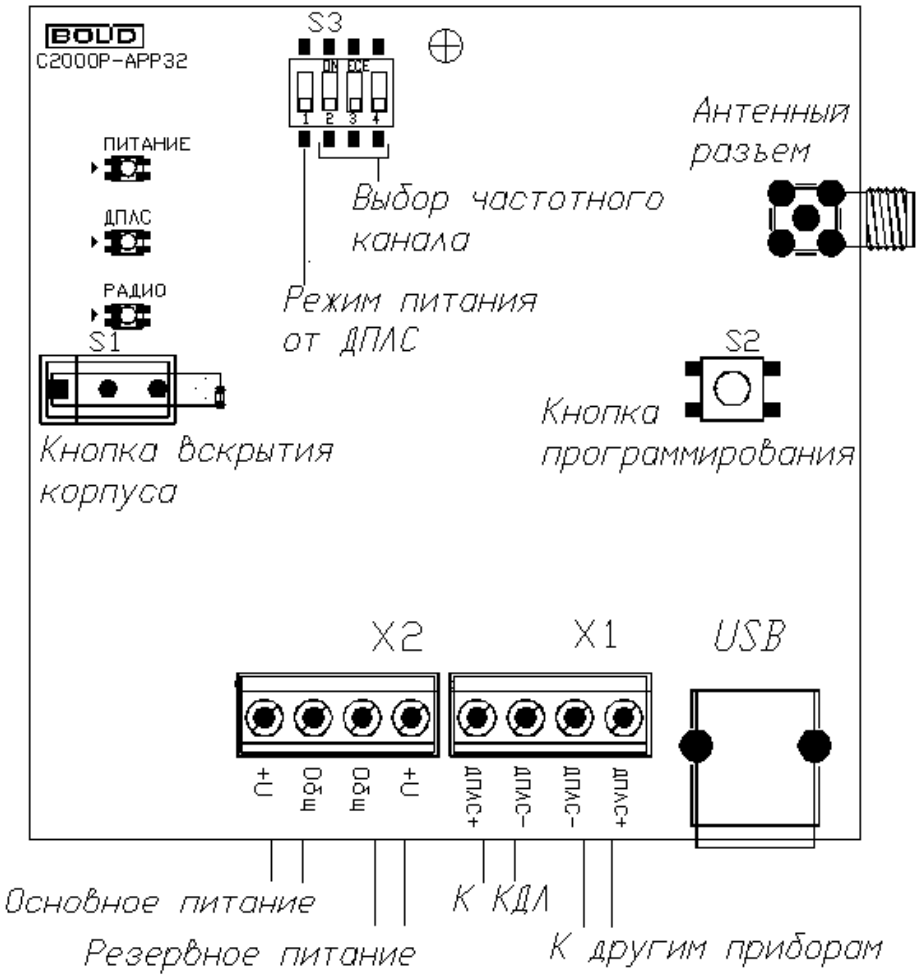

Рисунок 4.1 «C2000P-APP32»
Существует два режима питания АРР32, выбор режима осуществляется при помощи переключателя S3.1 (см. Рисунок 4.1).
В режиме питания от внешних источников, подключаемых к клеммам X2 (см. Рисунок 4.1), при штатной работе системы отсутствует потребление из сети ДПЛС. В данном режиме АРР32 контролирует напряжение внешних источников питания, которое должно находиться в диапазоне от 9 до 28 В.
АРР32 имеет три двухцветных светодиодных индикатора (см. Рисунок 4.1):
2. Подключите антенну, входящую в состав прибора, к антенному РЧ разъему на плате (см.Рисунок 4.1);
Выбор РЧ канала осуществляется вручную посредством переключателей S3.2—S3.4 (см. Рисунок 4.1), либо в автоматическом режиме. После выбора канала APP32 и все подключённые к нему РУ переходят на выбранный канал в течение трёх периодов опроса.
Процедура запускается посредством комбинации нажатий кнопки программирования **S2** (см. Рисунок 4.1) ***«двойное короткое – длинное»***. Процедура анализа занимает 4 минуты, при этом подаётся световая индикация: светодиоды «Питание» и «ДПЛС» выключены, «Радио» поочерёдно мигает зелёным и жёлтым с частотой 4 раза в секунду.
- Установите переключатели S3.2, S3.3 и S3.4 (см. Рисунок 4.1) в положение «On».